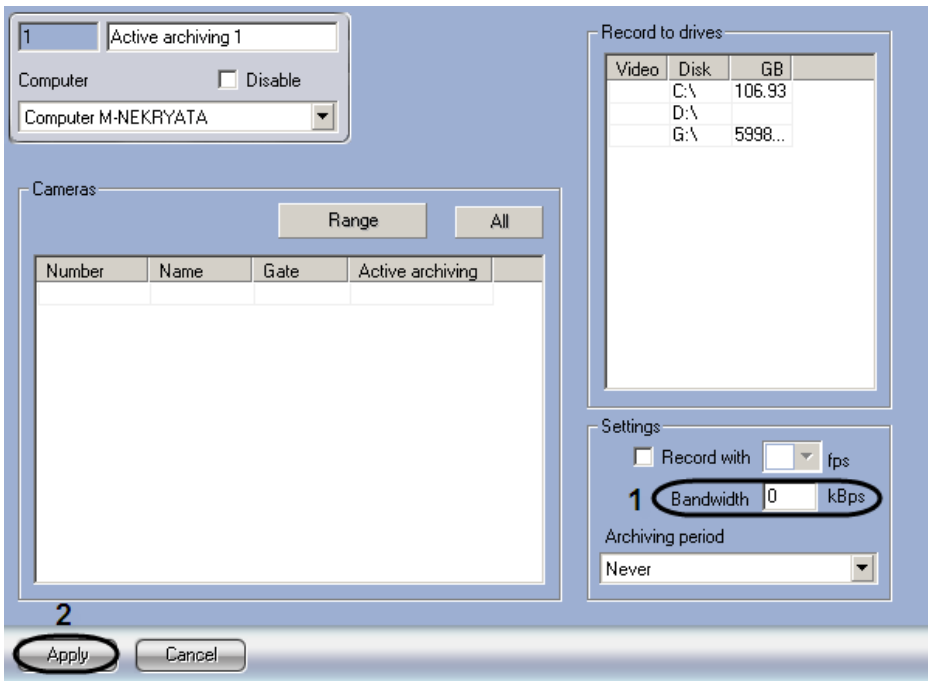

Figure 8.14-6 Setting the bandwidth parameters
1. Go to the settings panel for the “Active Archiving” system object (Figure 8.14-6).
2. Specify the value (kBps) of maximum bandwidth for transmitting one video channel over LAN in the “Bandwidth” field (Figure 8.14-6, 1).
3. To save the changes, click the “Apply” button and restart INTELLECT™ software (Figure 8.14-6, 2).